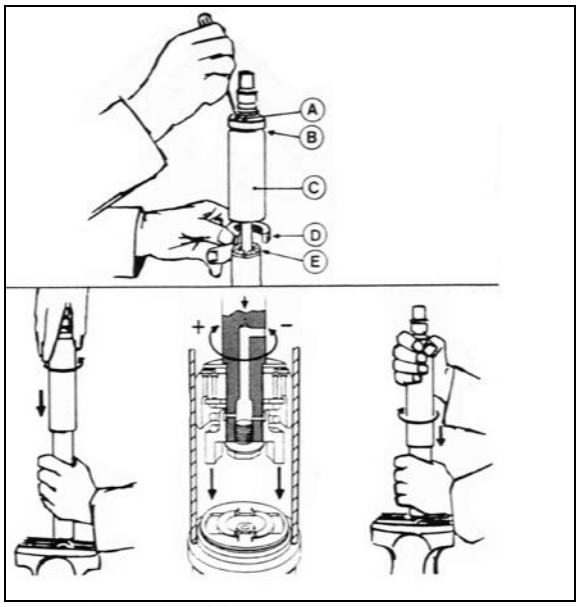

FIGURE 31:AMORTISSEUR PNEUMATIQUE 18643
Pour régler la vitesse du cycle d'ouverture et de fermeture sur l'amortisseur (Figure 31) :
2. Fermer complètement l'amortisseur tout en pivotant lentement le capot pare-poussière ou la tige piston dans le sens antihoraire jusqu'à sentir que les cames de l'écrou de réglage entrent dans les encoches de l'ensemble de clapets (Figure 31).
Voir Figure 31, s'il y a une échancrure (B) sur le capot pare-poussière (C) et que le capot possède deux trous (A), l'amortisseur est muni d'une butée en caoutchouc (D). Si tel est le cas, étendre complètement l'amortisseur et insérer une barre ronde ou un tournevis dans les trous. Pousser la butée en caoutchouc vers le bas et la retirer. Enlever la bague fendue en plastique (E) (le cas échéant) de la tige piston.
Si une butée de caoutchouc avait été installée, la remettre dans le capot pare-poussière. En fermant complètement l'amortisseur, la butée se placera dans la partie supérieure du capot pare-poussière. Remettre en place la bague fendue en plastique (E) (Figure 31)